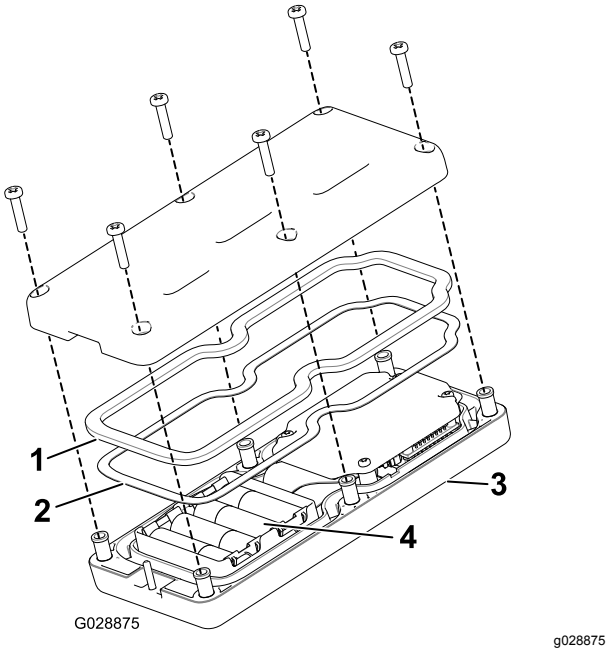

Figuur 12
2. Let op de polariteit van de batterijen terwijl u de nieuwe plaatst. (Als de batterijen onjuist worden geplaatst, raakt de eenheid niet beschadigd, maar ze zal niet meer functioneren). Op het draagtoestel staat de polariteit van de contacten aangegeven (Figuur 12).
zitten en plaats het achterdeksel op zijn plaats (Figuur 12).
4. Bevestig het deksel met 6 schroeven (Figuur 12) en draai deze vast met een torsie van 1,5 tot 1,7 N·m.